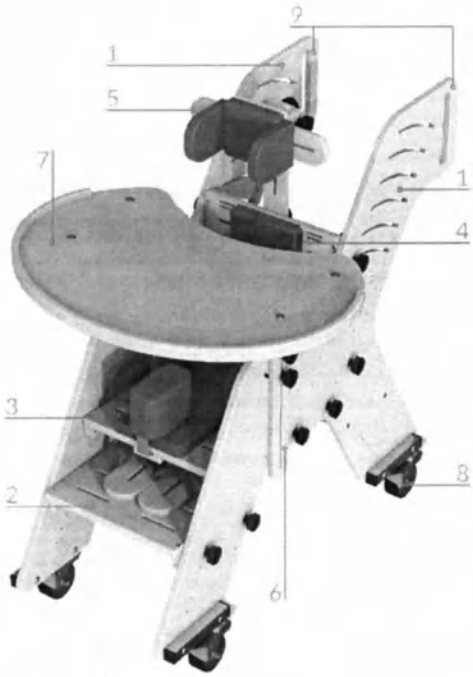

Рис. 2 – Общий вид опоры
Опора (см. рис. 2) состоит из двух боковин (1) к которым крепятся остальные части опоры: узел подножки (2), узел сиденья (3), узел спинки (4), узел подголовника (5), подлокотники (6) и столик (7). На каждой боковине (1) установлено по два колеса (8) с тормозами. Для удобства перемещения опоры на боковинах (1) предусмотрены ручки (9).